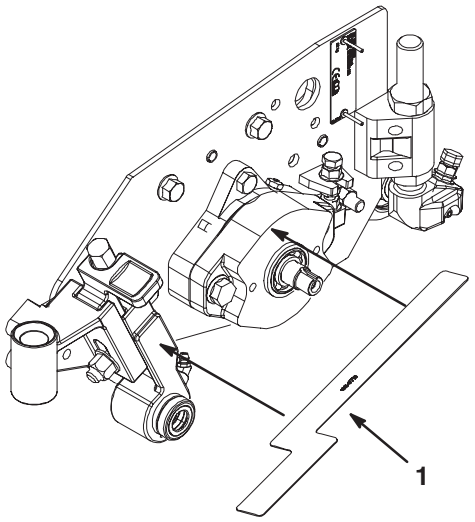

Figure 25
14. Position the edge of the alignment tool onto the flat surfaces of the drive assembly and the LH height of cut assembly, as shown in figure 25. If the surfaces do not align, the LH height of cut assembly can be adjusted in or out by adding or substituting .406 ID x .812 OD x .030 thk. washers. The surfaces should be aligned to within .030 in.